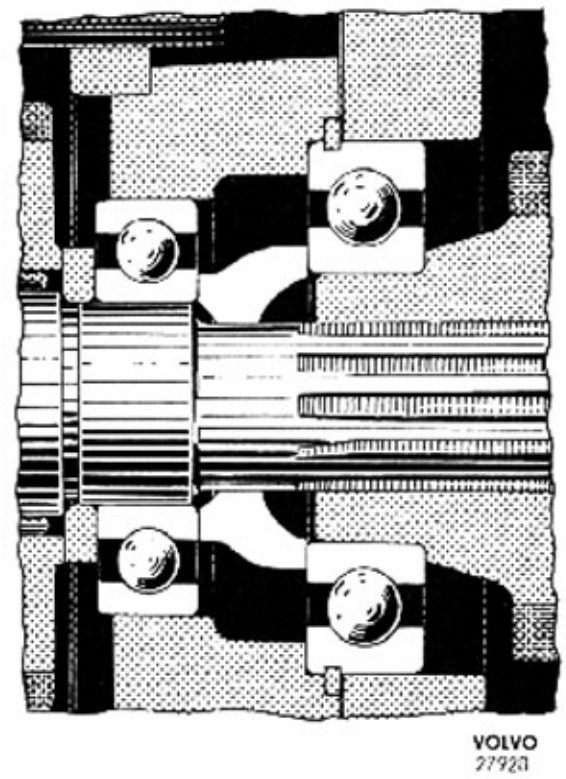
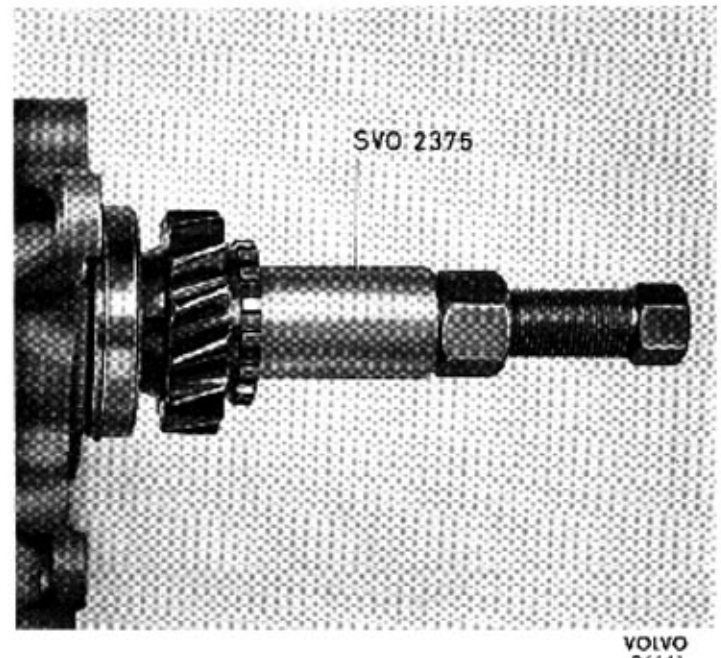

Bild 43-11. Distanshylsans placering mellan lagren
Bild 43-12. Montering av kugghjul på huvudaxel
7. Montera packning och mellanfläns, på växellådan. Pressa kullagret på kugghjulet för fördelningsväxellådan. Sätt på distanshylsan, vänd hylsan rätt, se bild 43-11 och pressa kugghjulet på huvudaxeln med pressverktyg SVO 2375, se bild 43-12. Montera muttern på axeln och drag den med 10—12 kpm varefter den låses axialt med låsskruven.